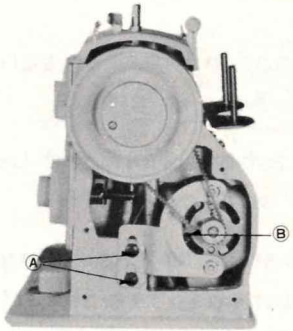

Fig. 101
- (C) Loosen screws "A" (Fig.101) and move bracket "B" to its highest position.
- (D) Slip belt off motor pulley and then over hand wheel.
- (E) Replace "V" belt by slipping it over hand wheel and then over motor pulley.
- (F) Adjust as noted under No. 2.